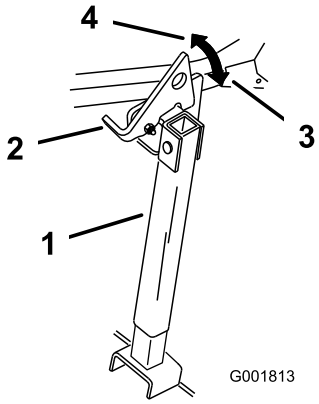

Figur 33
2. Lyft upp spärrhaken i fritt läge (Figur 33).